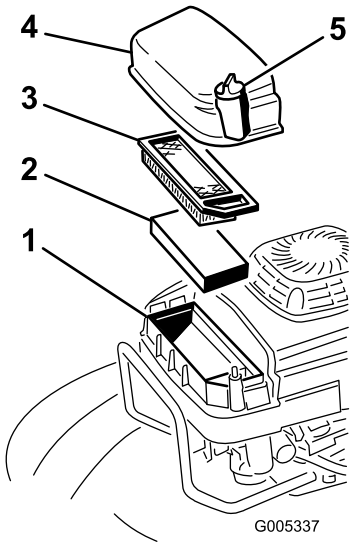

Bild 25
2. Nehmen Sie die Schraube ab, mit der die Luftfilterabdeckung befestigt ist (Bild 25).
3. Entfernen Sie die Abdeckung und reinigen Sie sie gründlich (Bild 25).
4. Nehmen Sie den Papierluftfilter ab, prüfen Sie ihn (Bild 25) und werfen Sie ihn weg, wenn er zu stark verschmutzt ist.